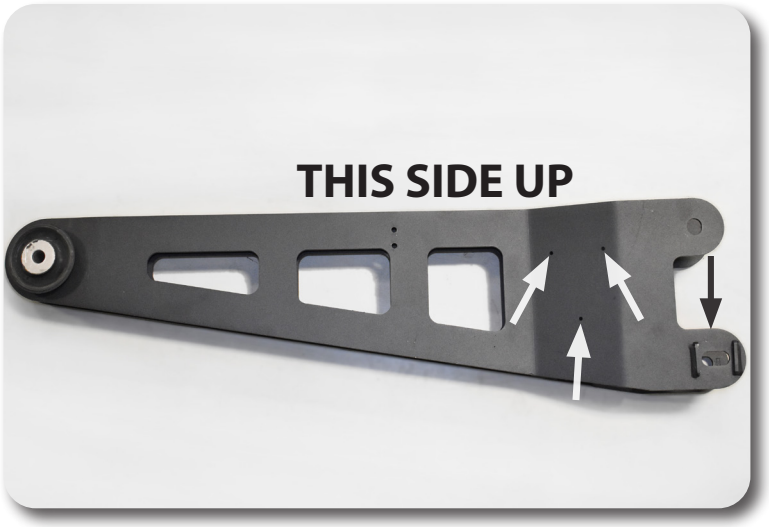

Figure 5
11. Install the new radius arm to the factory axle mounts. The end of the radius arm with the cam tabs goes to the bottom axle mount and the 3 pre-drilled badge holes should face the outside. **Figure 5 - Arm Orientation** Loosely fasten the radius arm with the factory hardware. At the lower mount, install the provided rectangle cam plates on the new 18mm x 150mm bolt with a 3/4" SAE flat washer. Leave hardware loose.